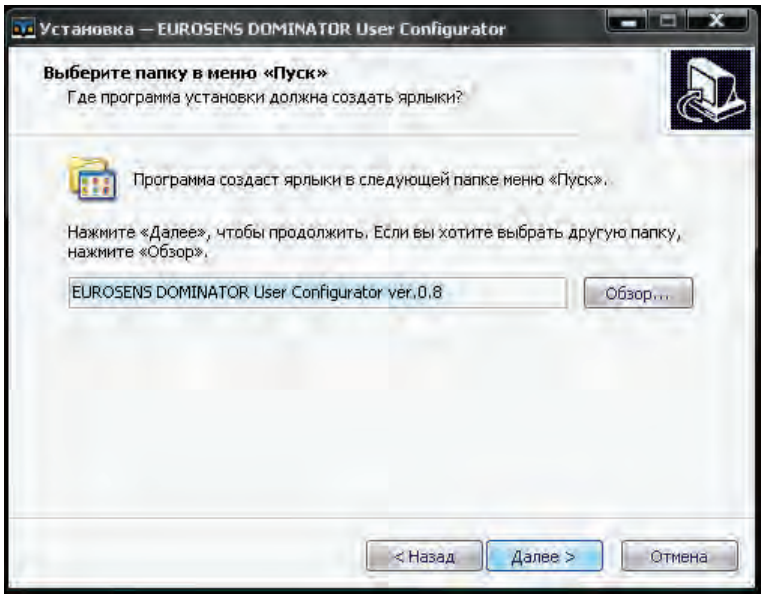

Рис.10
11) выбрать название папки (рис.10) в меню "программы" (по умолчанию **"EUROSENS Dominator User Configurator ver.X.X"**):